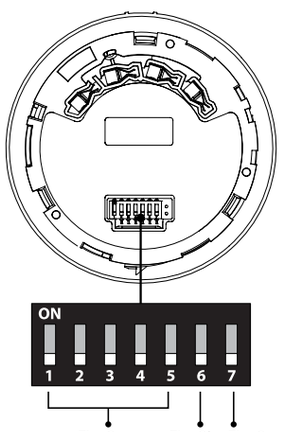

Fig. 2a Fig. 2b Fig. 2c
a. The device tone is set using switches 1-5 on the Tone Selector DIP switch (see Figure 2a). See tone table for a complete list of tone/DIP switch settings.